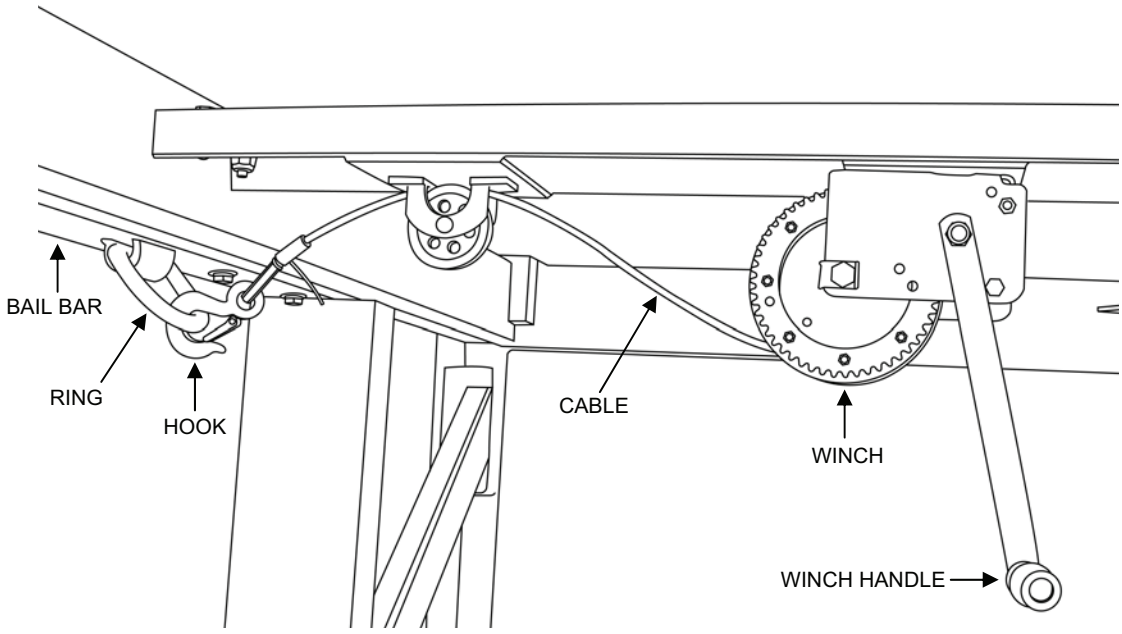

Figure 14. Winch Cable Hook Attached to Bail Bar Ring.
a. Attach the winch cable hook onto the ring near the top of the bail bar (Figure 14).